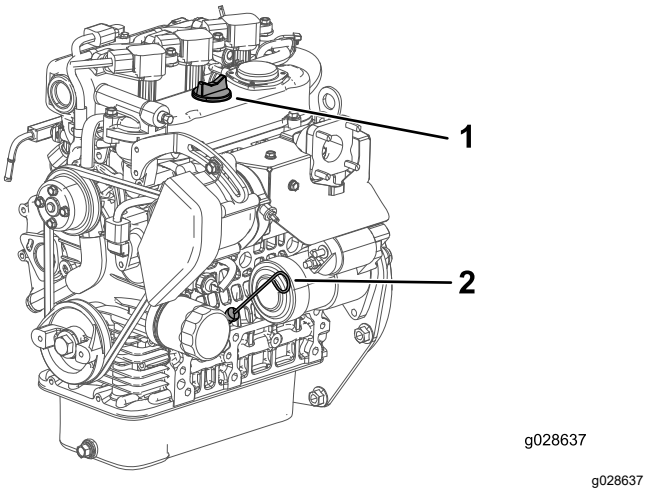

Figur 15
2. Fjern målepinden (Figur 15), og aftør den med en ren klud.
3. Sæt målepinden ned i røret og sørg for, at den sidder helt i bund (Figur 15).
4. Fjern målepinden, og kontroller oliestanden (Figur 15).
5. Hvis oliestanden er lav, skal påfyldningsdækslet tages af (Figur 15) og tilstrækkeligt olie hældes på til at hæve niveauet til full-mærket på målepinden.
6. Sæt målepinden helt på plads (Figur 15).